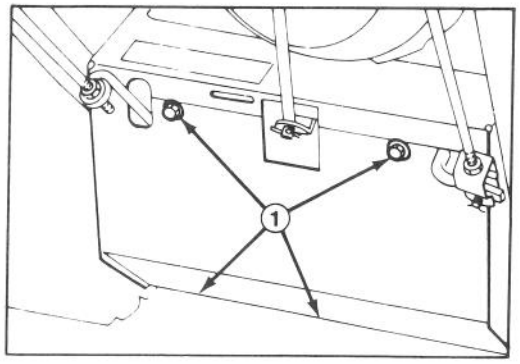

Abbildung 16
2. Die Schneefräse und das Räumgehäuse kippen und so sichern, daß sie nicht umfallen. Nun die vier Blechschrauben der hinteren Abdeckung abnehmen und das Abdeckblech abnehmen (Abb. 16).